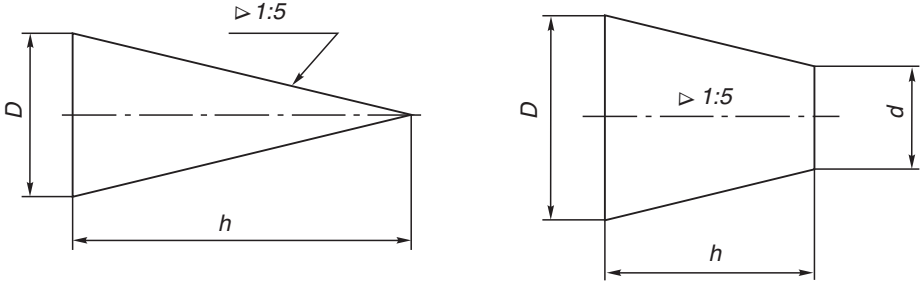

Рис. 49. Основные элементы и обозначение конусности на чертежах
Чтобы изготовить детали, имеющие форму конуса, необходимо рассчитать конусность (рис. 49). Конусность (K) — это отношение диаметра
На чертежах конусность детали обозначают следующим образом (см. рис. 49). Перед размерным числом, обозначающим величину конусности, наносят условный знак ▷ (равнобедренный треугольник, вершина которого направлена в сторону вершины конуса). Условные обозначения конусности проставляются над осью конуса или на полке линии-выноски.